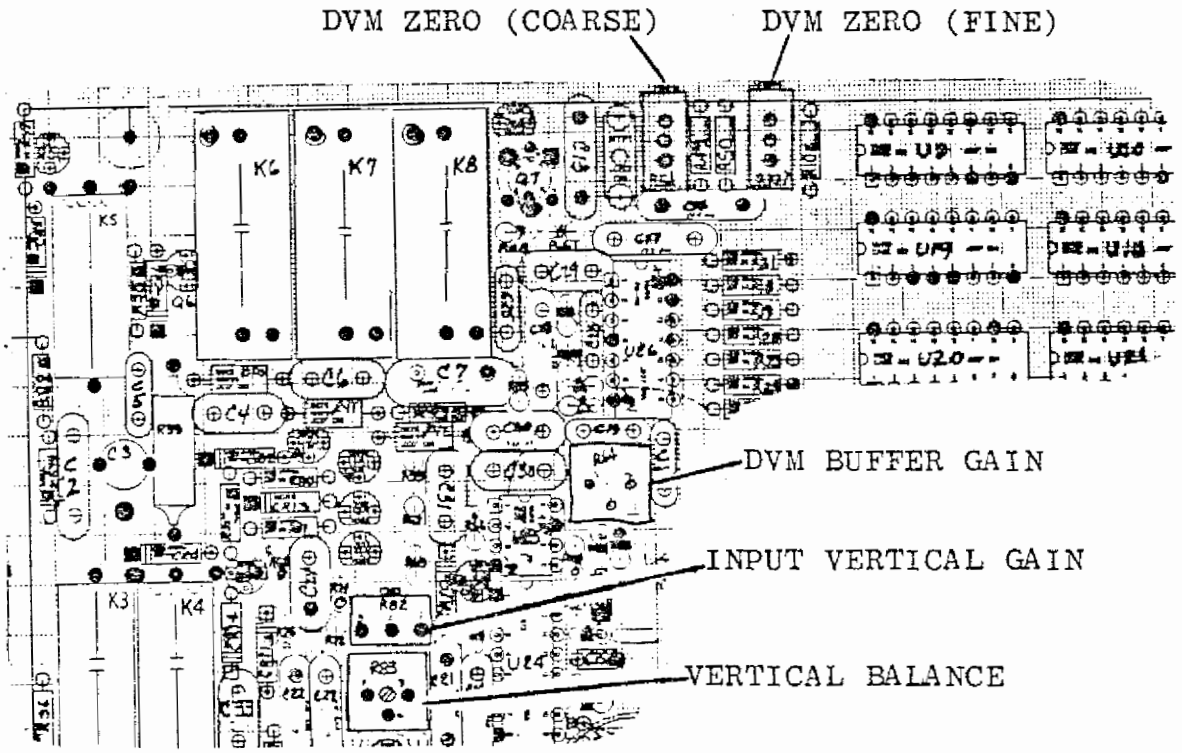

FIGURE 5.2 FRONT PANEL INTERFACE ALIGNMENT POINTS
5.9.5 Adjust the Input Vertical Gain Potentiometer on the Front Panel Interface Board (See Figure 5.2) for a 6 cm p-p sine-wave on the CRT. (Use the front panel Position Controls to center the waveform on the CRT.)
5.10.3 Adjust the DVM Zero (Coarse) and the DVM Zero (Fine) Potentiometers on the Front Panel Interface Board (See Figure 5.2) for a zero reading on the DVM Display.